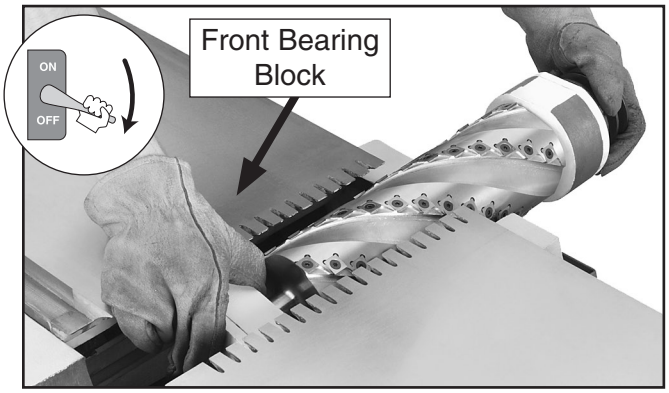

Figure 18. Installing spiral cutterhead.
8. Move the cutterhead to the jointer. Using the mark from **Step 18**, install the cutterhead so the front bearing block is positioned at the front of the machine (see **Figure 18**). Be careful not to chip the carbide inserts on the jointer beds.